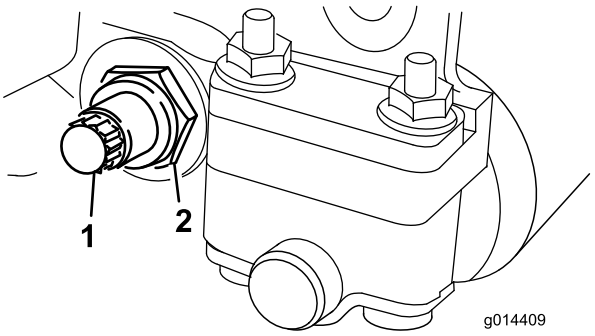
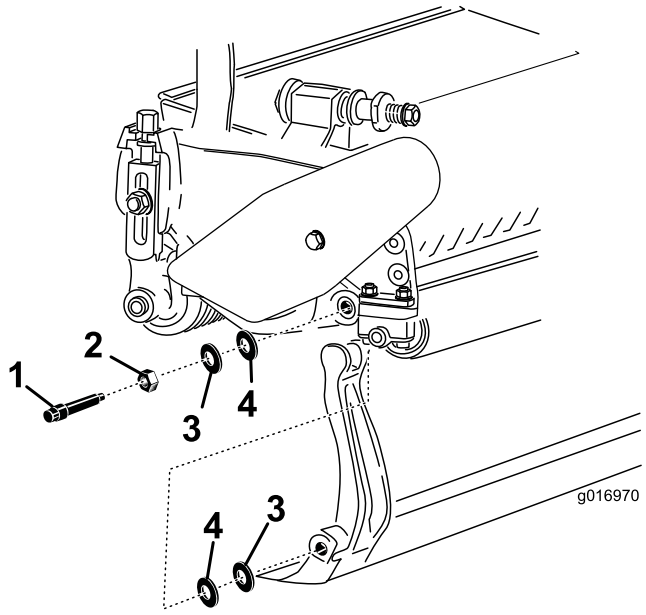

Figura 17
Figura 18
3. Su ciascun lato della macchina, allentate il dado di bloccaggio che fissa il bullone della barra di appoggio (Figura 17).
4. Togliete i bulloni della controbarra perché quest'ultima possa essere tirata in giù e tolta dalla macchina (Figura 17). Tenete in considerazione le 2 rondelle di nylon e le 2 rondelle in acciaio stampato su ciascun lato della barra di appoggio (Figura 18).
2. Fissate la barra di appoggio su ciascuna piastra laterale mediante gli appositi bulloni (dadi sui bulloni) e 4 rondelle (8 in tutto). Collocate una rondella di nylon su ciascun lato del risalto della piastra laterale. Posizionate una rondella di acciaio all'esterno di ciascuna rondella di nylon (Figura 18).